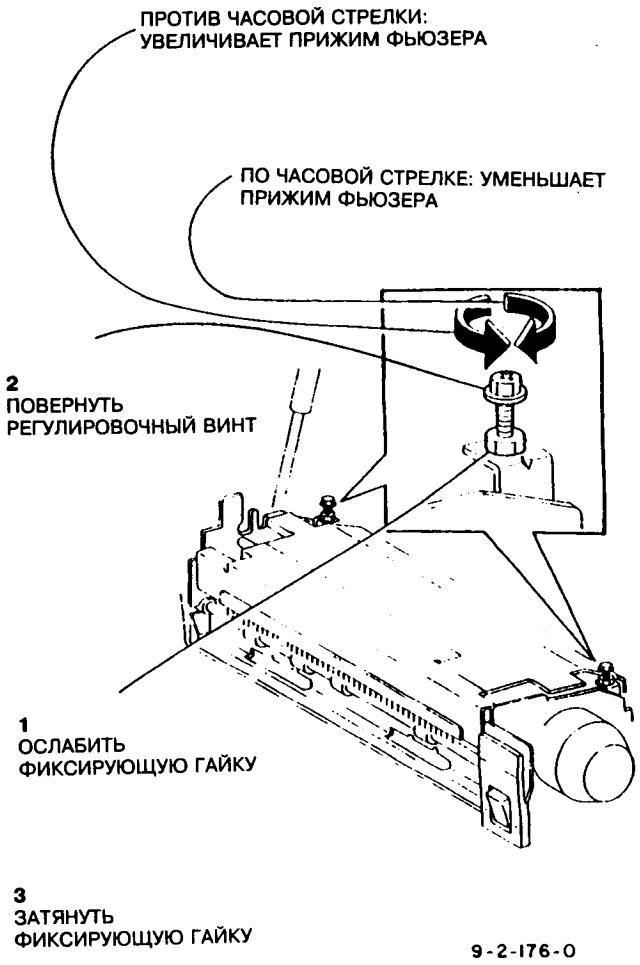

Рис.3 Регулировка с помощью винта
2. Ослабить фиксирующую гайку и отрегулировать винт, как показано на рис.3.